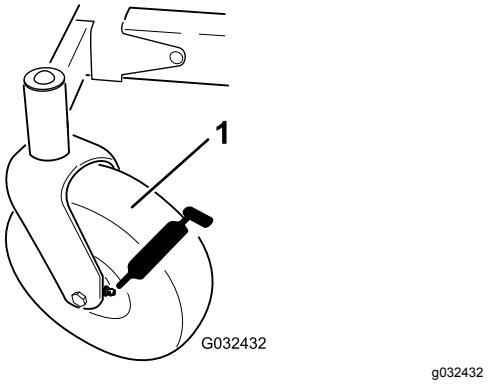

Figur 34
3. Rengør smøreniplerne (Figur 34) med en klud.
4. Monter en fedtpistol på hver nippel (Figur 34).